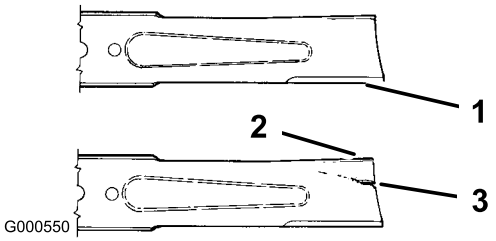

Figur 38
1. Undersøk kniveggene (Figur 38). Hvis kniven er sløv eller hvis det er hakk i den, må den tas av og slipes. Se Slipe knivene.
2. Undersøk knivbladene, spesielt buen (Figur 38). Hvis du finner skader, slitasje eller ser at det begynner å bli hull i denne delen av kniven (del 3 i Figur 38), må den skiftes ut øyeblikkelig.